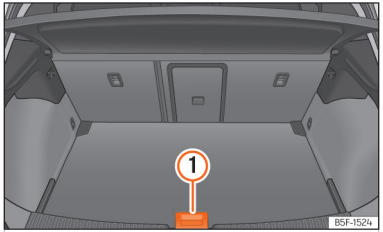
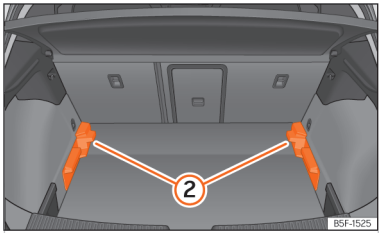

Abb. 187 Variabler Gepäckraumboden: hohe Position.
Abb. 188 Variabler Gepäckraumboden: niedrige Position.
- Um von der niedrigen in die hohe Position überzugehen, heben Sie den Boden am Haltegriff ››› (Abb. 187) ① an und ziehen Sie ihn nach hinten, bis der vordere Teil des Bodens vollständig über den Halterungen ››› (Abb. 188) ② liegt.
- Den Gepäckraumboden nun bis zum Anschlag an den Rücksitzlehnen nach vorne schieben und mit Hilfe des Haltegriffs ① absenken.
- Um von der hohen in die niedrige Position überzugehen, heben Sie den Boden am Haltegriff ››› (Abb. 187) ① an und ziehen Sie ihn nach hinten, bis der vordere Teil des Bodens vollständig über den Halterungen ››› (Abb. 188) ② liegt.
- Den vorderen Teil auf den Boden absenken und diesen bis zum Anschlag an den Rücksitzlehnen nach vorn verschieben und dabei den Boden gleichzeitig mit Hilfe des Haltegriffs (1) absenken.
SEAT empfiehlt, den variablen Gepäckraumboden wieder in die hohe Position zu bringen ››› (Abb. 187), wenn kein zusätzlicher Platz mehr benötigt wird.
- Bei einem variablen Boden in hoher Position diesen am Haltegriff ››› (Abb. 187) (1) anheben, daran ziehen und in Richtung der Rücksitzlehne bewegen, bis der Boden an der Scharnierlinie eingeklappt wird und sich der bewegliche Teil des Bodens auf diesem befindet.